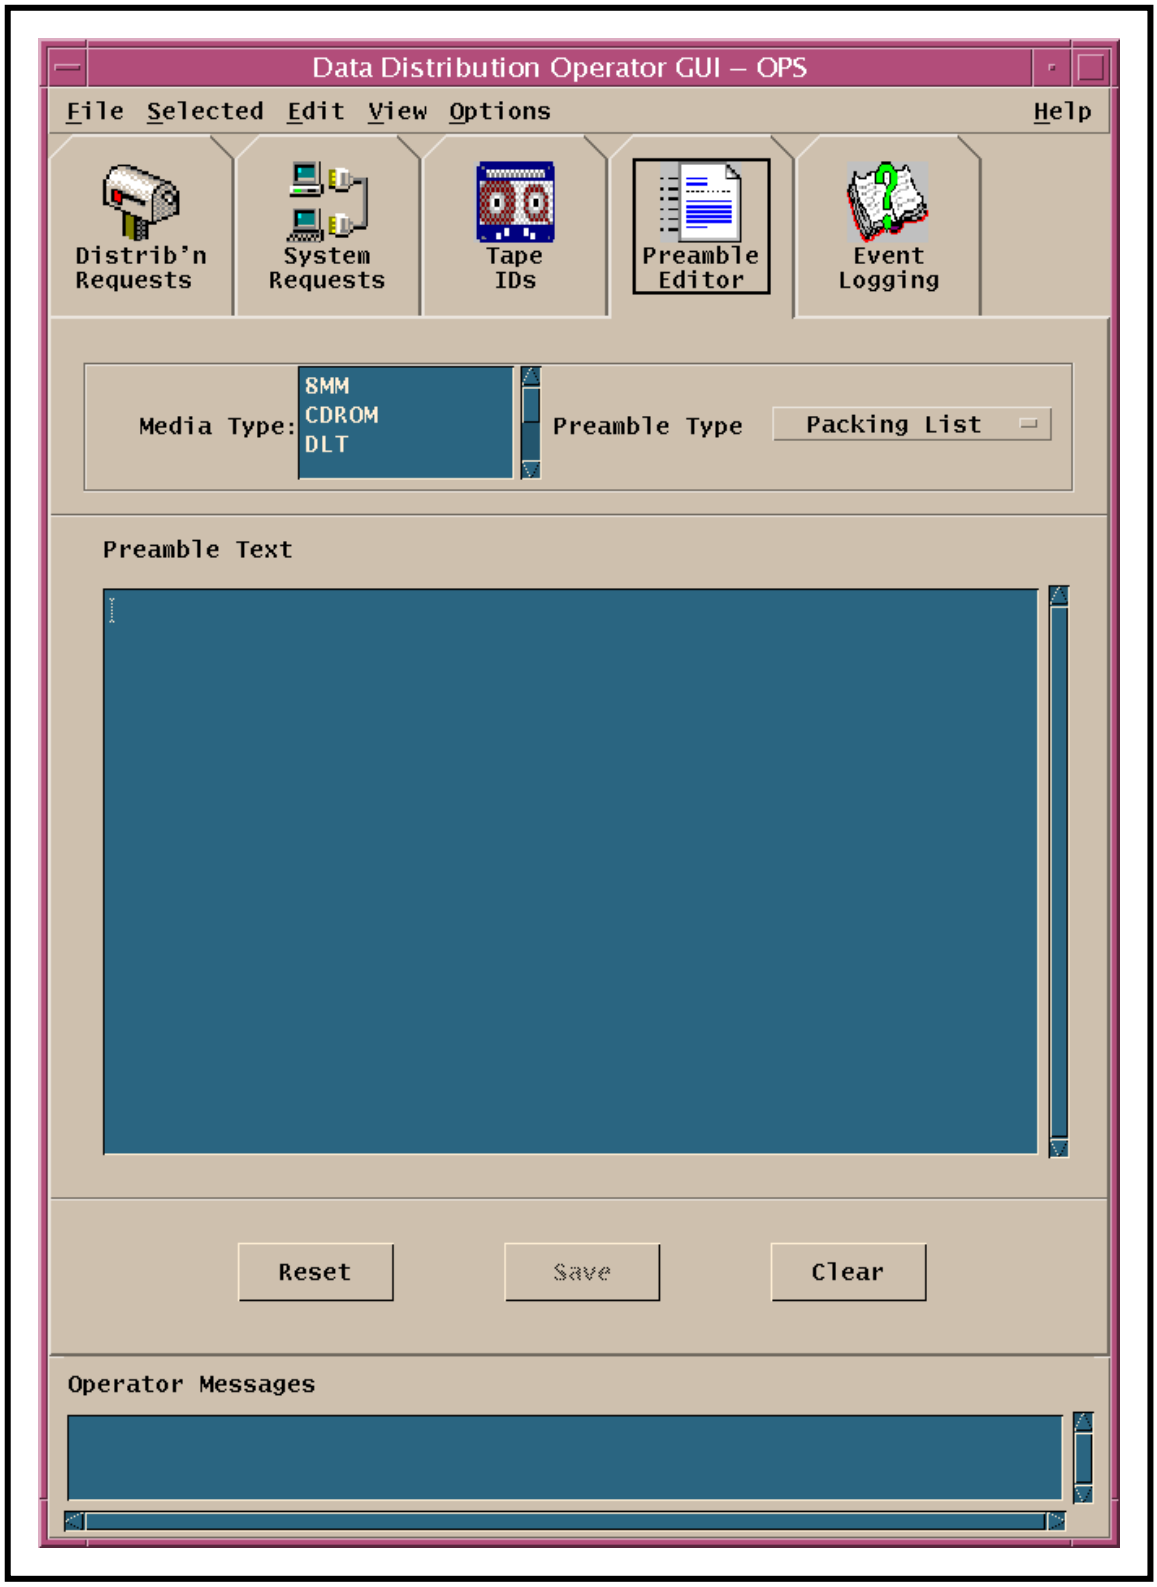

Figure 10. Preamble Editor Tab (Data Distribution Operator GUI)
The **Preamble Editor** tab (Figure 10) on the **Data Distribution Operator GUI** allows the Distribution Technician to review and/or modify the text of preambles to the following types of documents:
- The **Preamble Editor** screen (Figure 10) is displayed.